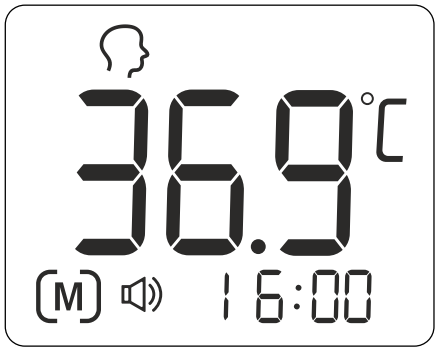

Рисунок 7.
2. Термометр автоматически запоминает последние 30 показаний измерений. При каждом запоминании также фиксируется дата/время/значок режима измерения. При каждом нажатии КНОПКИ ⏻ экране отображаются прошлые показания, соответствующие цифре 1-30. Число 1 соответствует самому последнему измерению, а число 30 — самому первому измерению, хранящемуся в памяти (см. рис. 7).